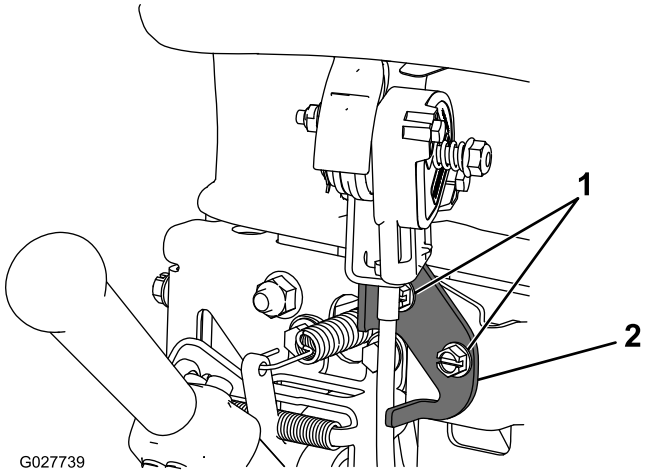

Figur 25
2. Løsn de to fastgørelsesanordninger, der fastgør gashåndtaget (Figur 25).